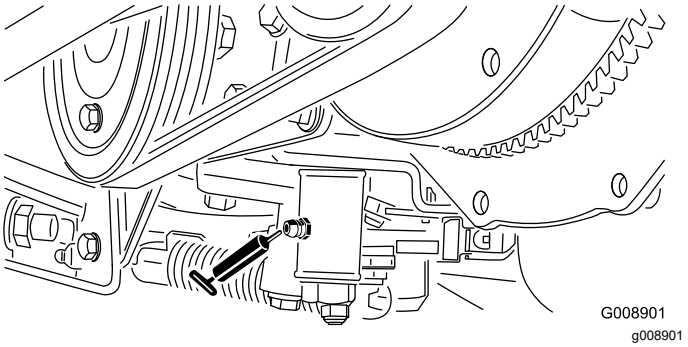

**Figur 45**
- Justeringsmekanism för neutralläge (Figur 45)